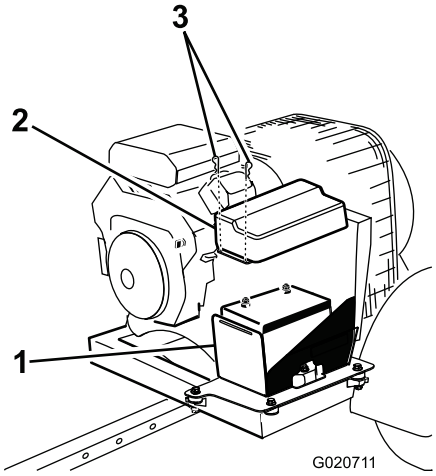

Figur 4
1. Fjern clipsen, der fastgør batteridækslet til batterikassen (Figur 4). Fjern dækslet fra kassen.